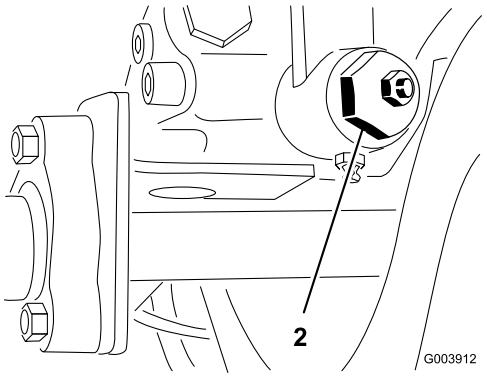

Figur 61
3. Under den høyre siden av maskinen, løsne festeskruen på trekkjusteringskammen (Figur 61).